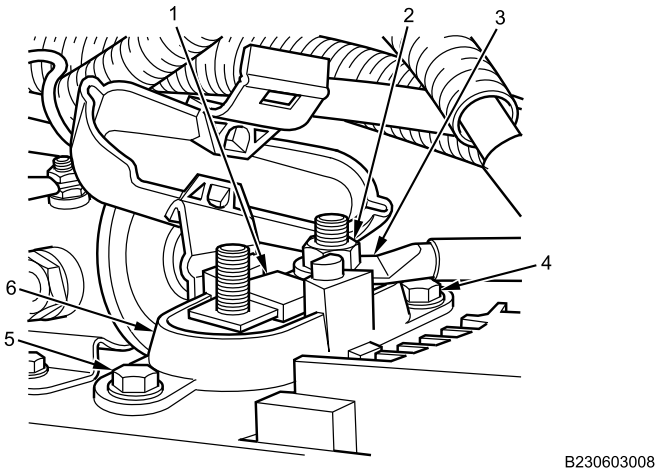

Figure 4. 300A Megafuse and Holder.
1. Position megafuse holder (Figure 4, Item 6) on bracket.
2. Install bolts (Figure 4, Item 4 and 5), new lockwashers, and flatwashers on megafuse holder (Figure 4, Item 6). Tighten bolts securely.
3. Install 300A megafuse (Figure 4, Item 1) on megafuse holder (Figure 4, Item 6).
4. Install winch feed cable (Figure 4, Item 3) and nut (Figure 4, Item 2) on megafuse holder (Figure 4, Item 6). Tighten nut securely.